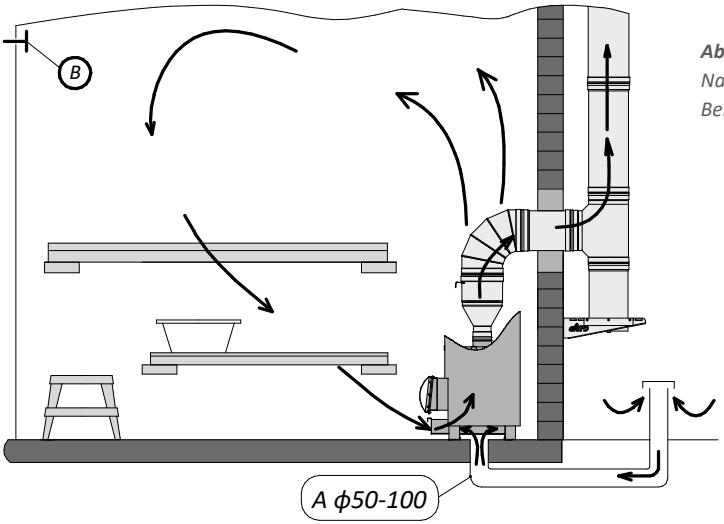

Abbildung 1. *Natürliche Belüftung*
1) Natürliche Belüftung (Abbildung 1):